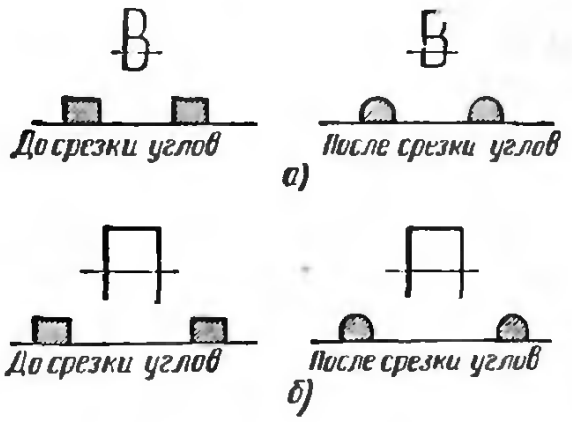

Рис. 73
2) ножом *№ 3* срезать углы букв в словах «Всегда готов!», как показано на рис. 73, *а.*
3) ножом *№ 3* срезать углы букв в слове «пионер», как показано на рис. 73,б.
2) тем же ножом срезать утлы букв в словах «ВЛКСМ» и «комсомолец» (как указано на рис. 73, **а** и 6);